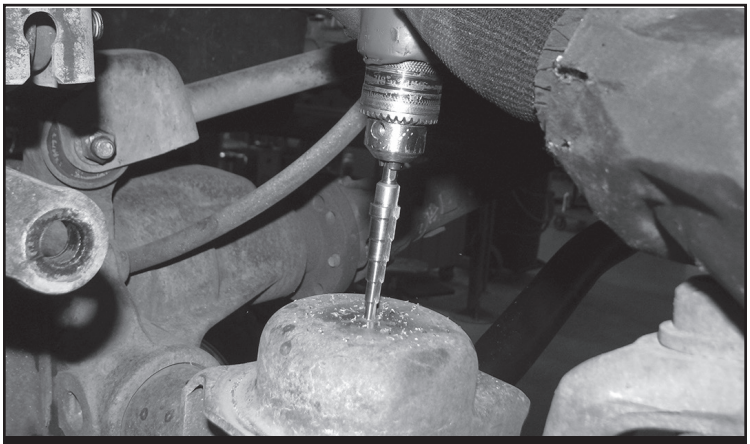

FIGURE 9 - STEP 9
9. Drill out the bumpstop pad to 1/2” **SEE FIGURE 9**